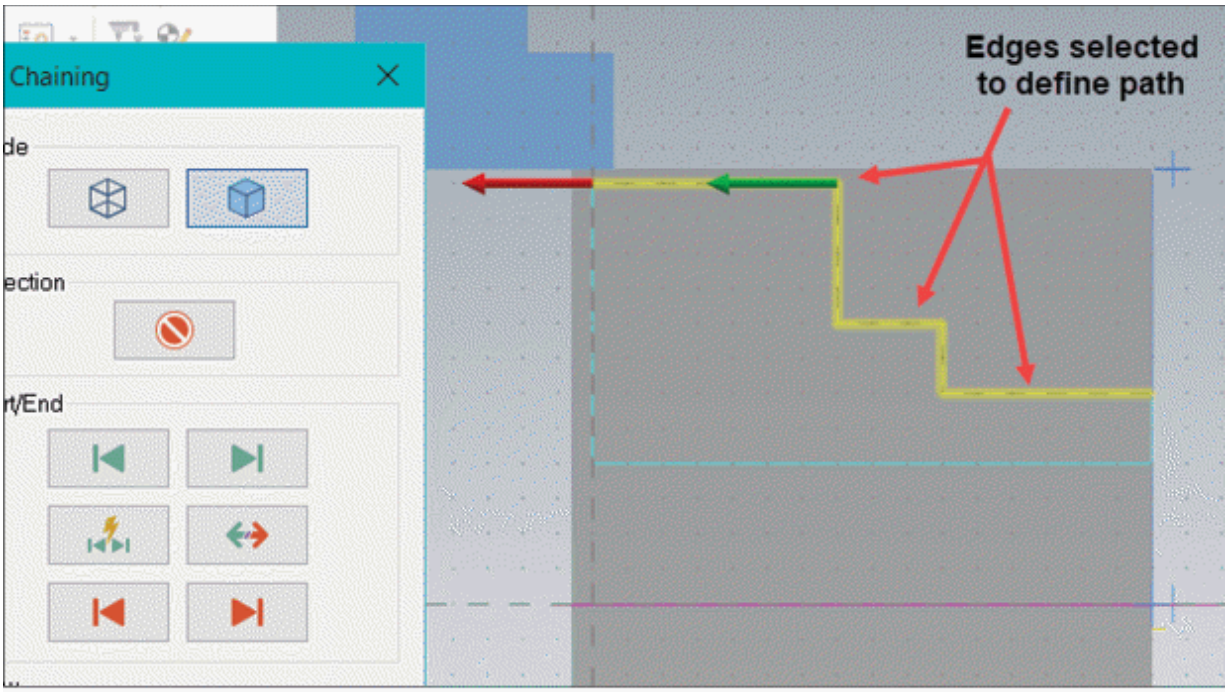

Figure-120. Selecting edges to define path
- Select the edges of model as shown in Figure-120, to define path for rough turning operation. Note that the arrows should point in correct direction to define how cutting tool will move. You can also create line chain using tools in **Wireframe** tab to define path for tool if you do not get full profile curves for toolpath.